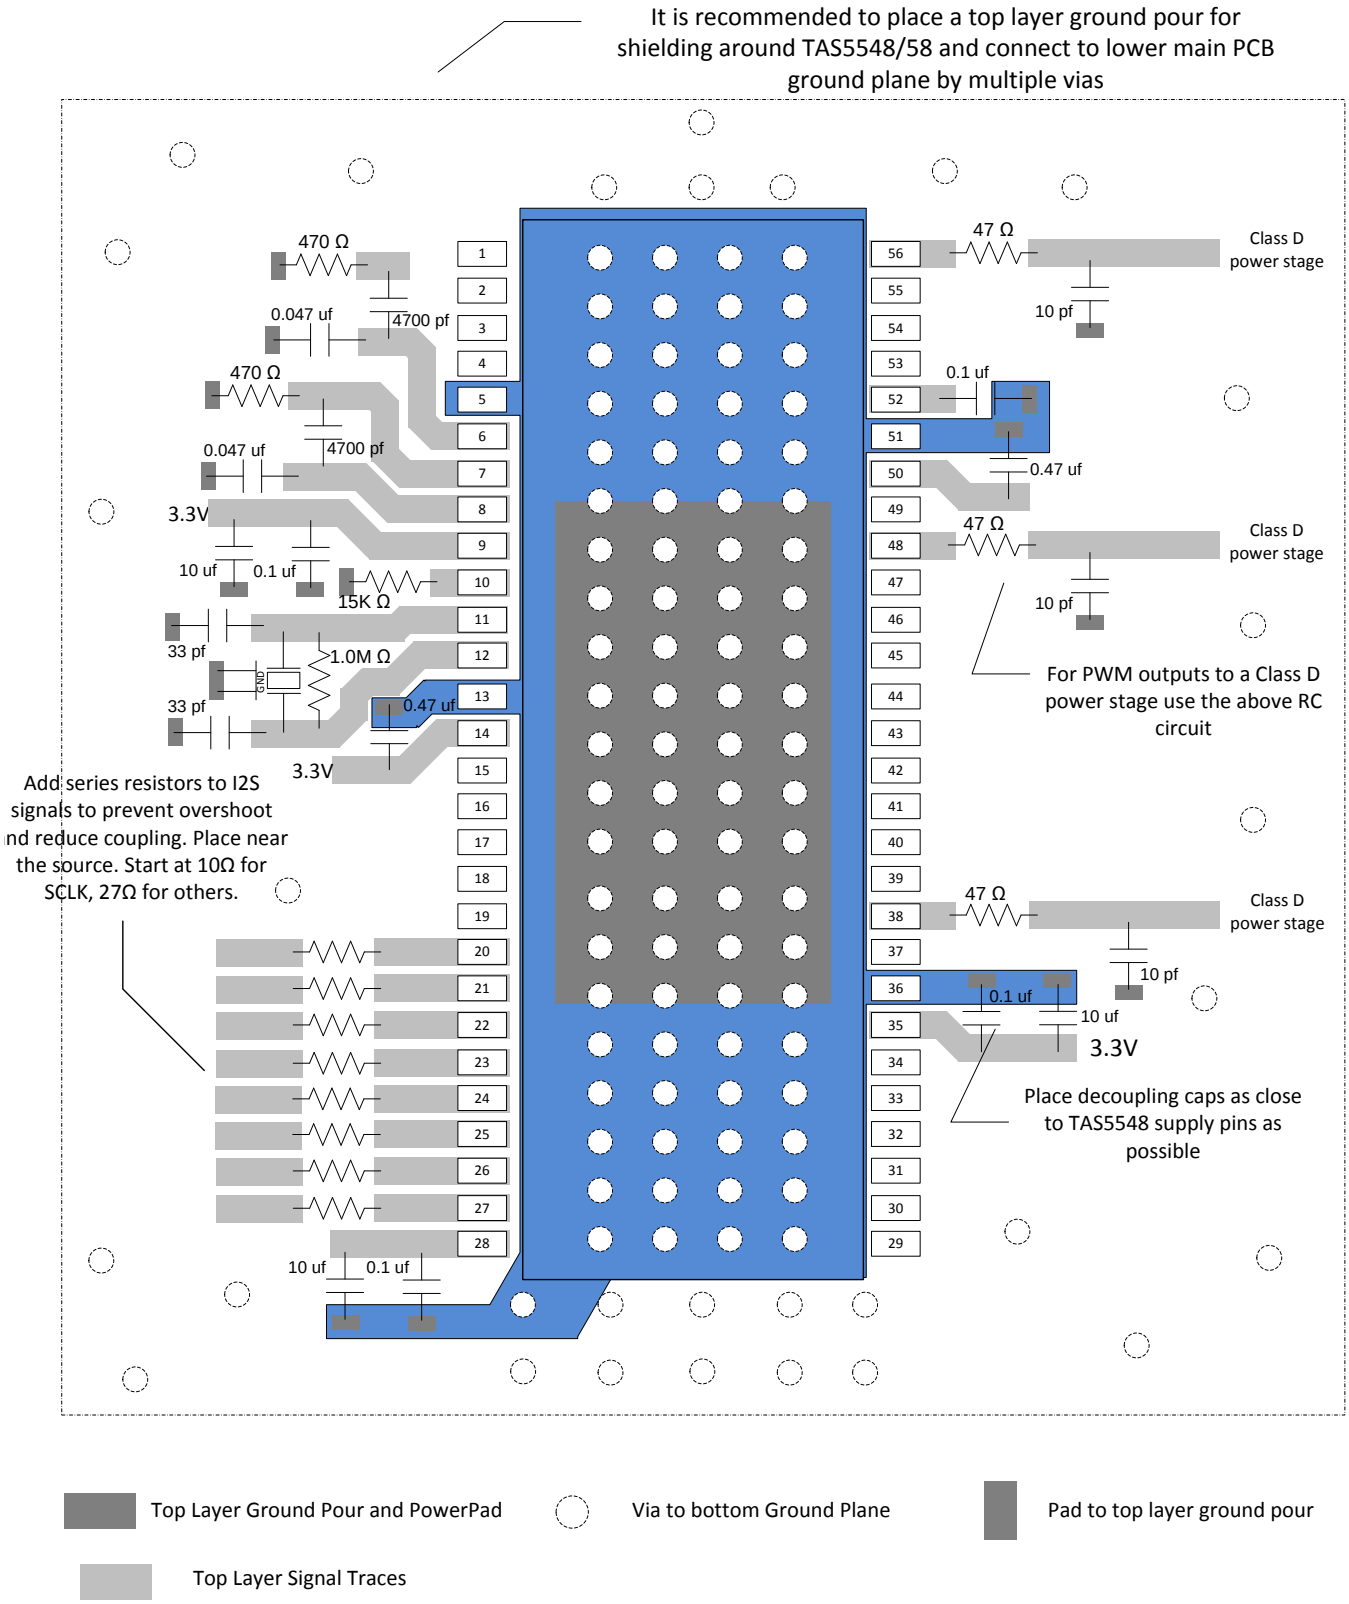

**Figure 53. TAS5548 Layout Example**
- Decoupling capacitors should be placed as close to the DVDD1_CORE, DVDD2_CORE, VR_DIG, AVDD_PWM and AVDD as possible. These decoupling capacitors should also have a path through the GND plane back to the power pad, as shown by the blue area in the layout example in Figure 53.
- Further guidelines can be found on the layout example in Figure 53.